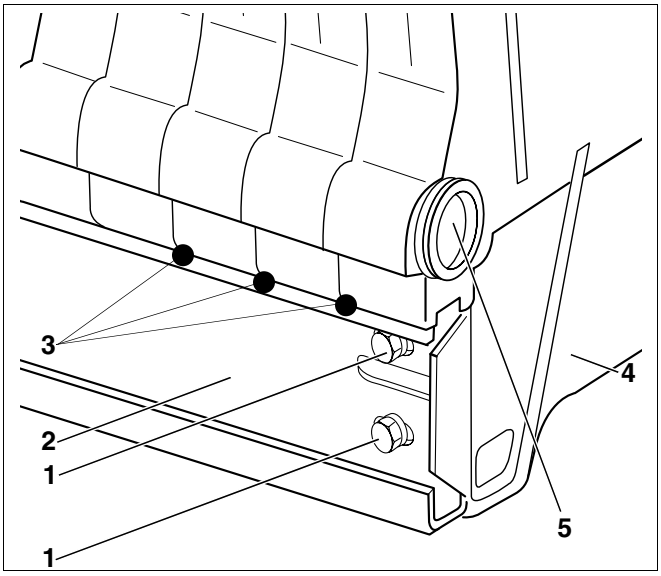

Рис. 20 Уплотнение котлового блока
- В соответствии с рис. 13, стр. 17 установить вкладыши на конечной секции (рис. 20, **поз. 4**).
- Закрепить двумя болтами M8 x 30 (рис. 20, **поз. 1**) и гайками напольную планку (рис. 20, **поз. 2**) на конечной секции (рис. 20, **поз. 4**).
- После крепления напольной планки на конечной секции (рис. 20, **поз. 4**) ослабить и снять стяжной инструмент.
- Нанести герметик в точках, как показано на рис. 20, **поз. 3**.
- Установить пробку со сливным отверстием (заглушка 1¾" x ¾") с уплотнением на переднюю нижнюю ступицу котла (рис. 20, **поз. 5**, стр. 22). Заказчик может установить здесь сливной кран.